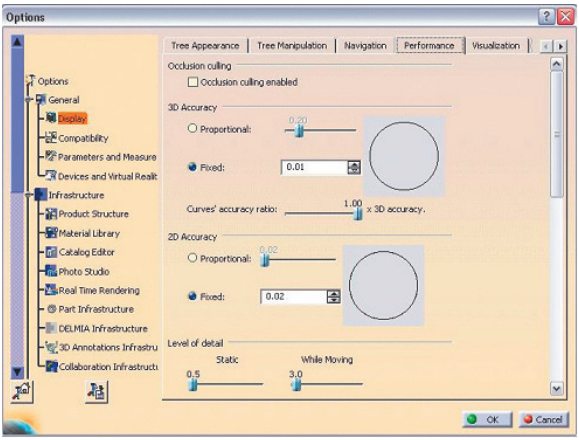

Figure 25: Setting the 3D Accuracy settings in the Options dialog box
4. Pay attention to the 3D Accuracy settings (see Figure 25).